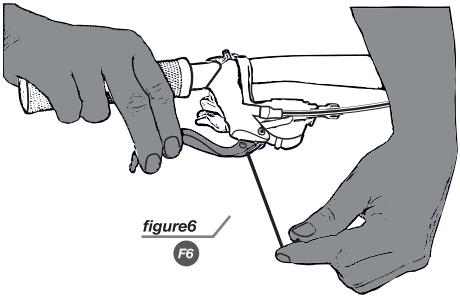

figure6
a. Adjusting from the outside of the lever (figure 6)